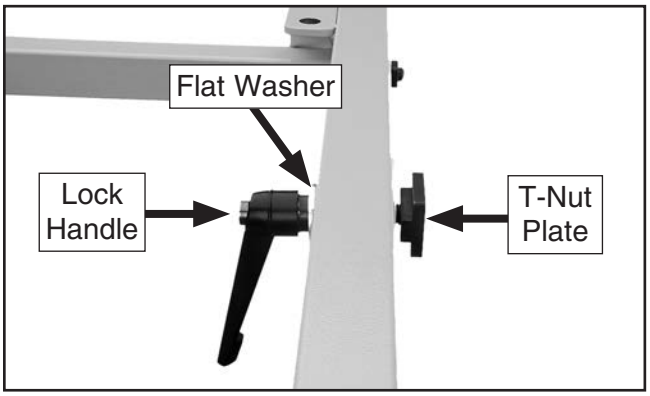

Figure 42. Crosscut lock handle installed on crosscut table.
35. Thread M12-1.75 x 55 adjustable lock handle with a 12mm flat washer through hole in short side of crosscut table and into a M12-1.75 T-nut plate, as shown in **Figure 42**.